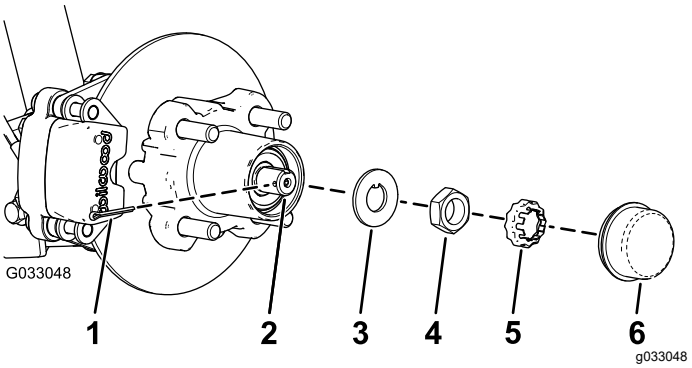
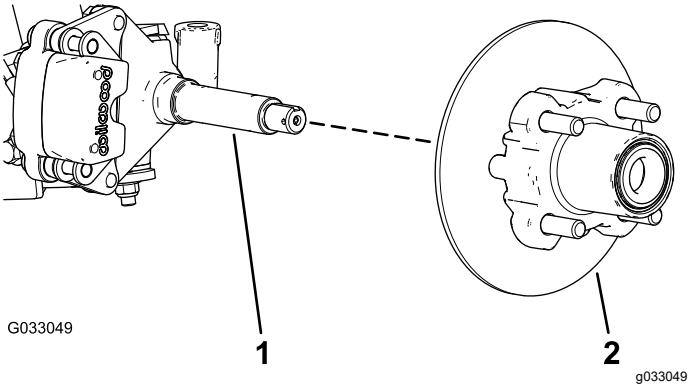

**Figura 28**
**Figura 29**
4. Retire el tapón guardapolvo del cubo (Figura 28).
5. Retire la chaveta y el retén del eje/tuerca del eje (Figura 28).
6. Retire la tuerca del eje y separe el conjunto de cubo y rotor del eje (Figura 28 y Figura 29).